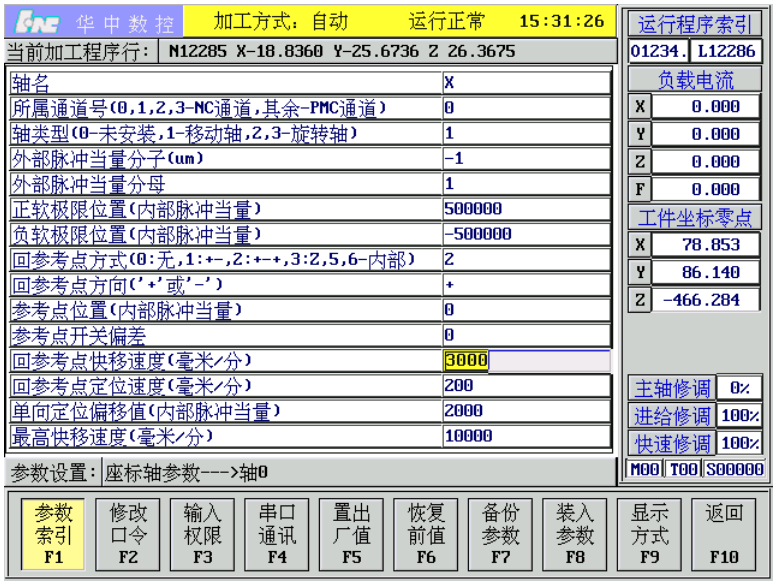

图 9.3.5 参数编辑
(7) 如果之前输入了设置此项所需的权限，按 **Enter** 键则进入编辑设置状态(在参数值处出现图 9.3.5 所示闪烁的光标)，用▶、◀、BS、Del 键进行编辑，按 **Enter** 键确认；